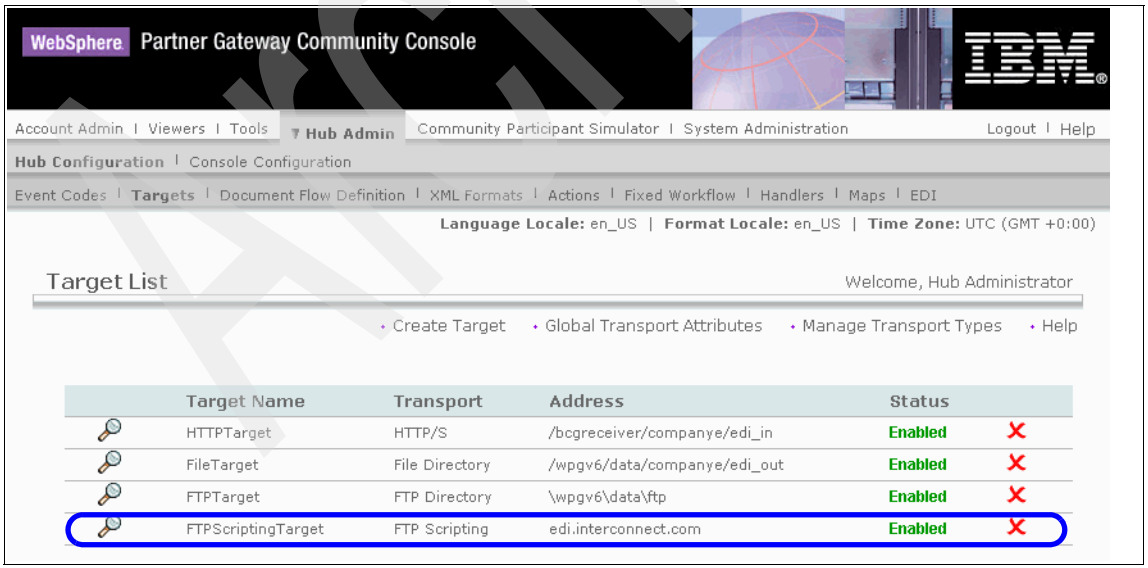

Figure 13-16 List of targets configured for Company E
12. Click **List** to see the FTPScriptingTarget listed under the list of targets configured for Company E, as shown in Figure 13-16.